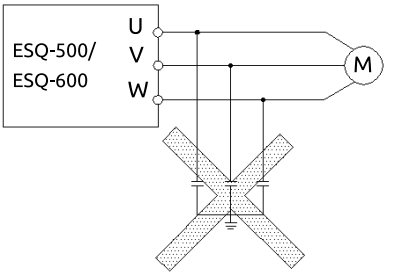

Рис. 1-2 Конденсатор на выходе запрещен
(12) Не устанавливать конденсатор для повышения коэффициента мощности или варистор для молниезащиты на выходе преобразователя. В противном случае в преобразователе могут возникнуть переходные сверхтоки, что приведет к его аварийному отключению или повреж-дению (см. Рис. 1-2).